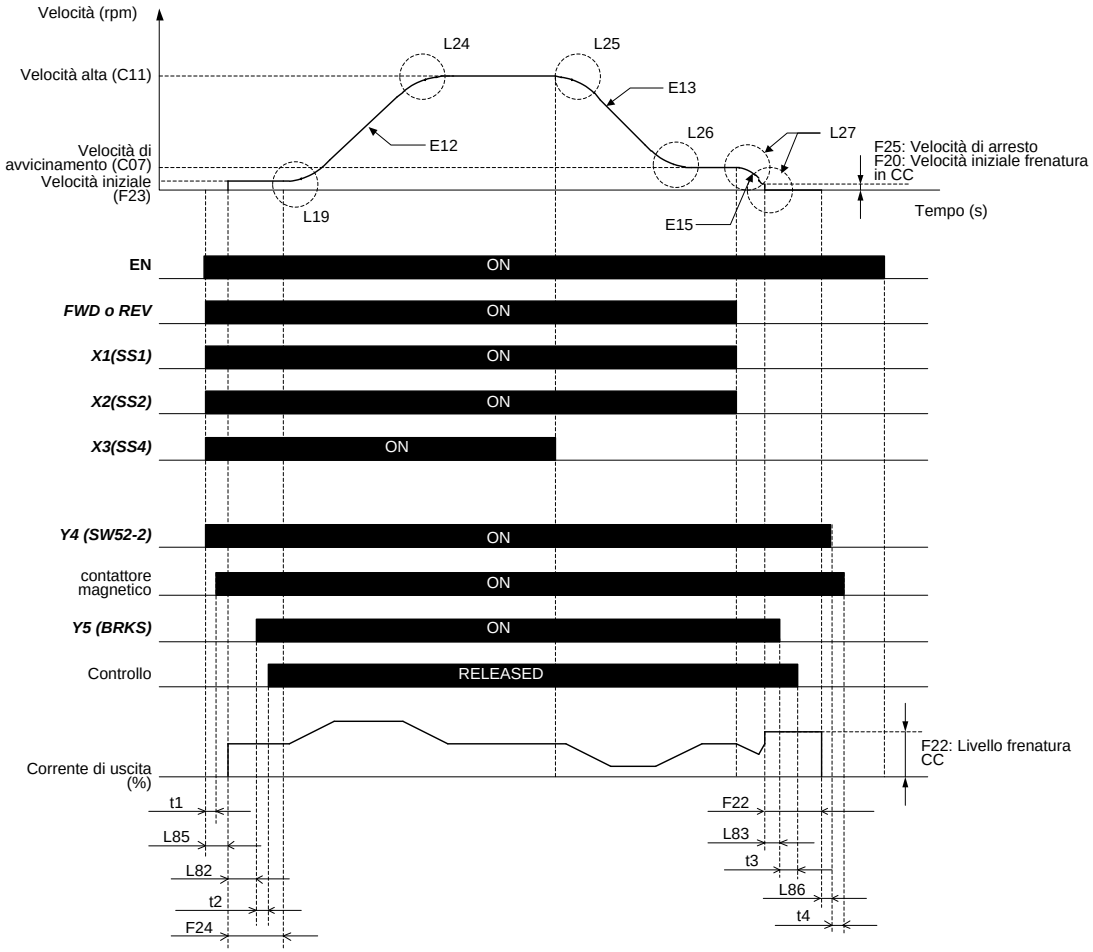

Figura 12.1: Diagramma sequenza tempi e segnali per applicazioni ad anello aperto
La figura 12.1 mostra un diagramma temporale completo e la sequenza dei segnali in caso di applicazione ad anello aperto. Mostra una corsa standard con un ascensore controllato da ingressi digitali con velocità alta e di avvicinamento. In una corsa di ascensore standard è possibile controllare ad anello aperto solo i motori asincroni.
- La figura 12.1 mostra un esempio di corsa quando i segnali del freno e dell'alimentazione sono controllati dal drive. Se questi segnali sono controllati dal controller dell'ascensore, i tempi potrebbero essere diversi.